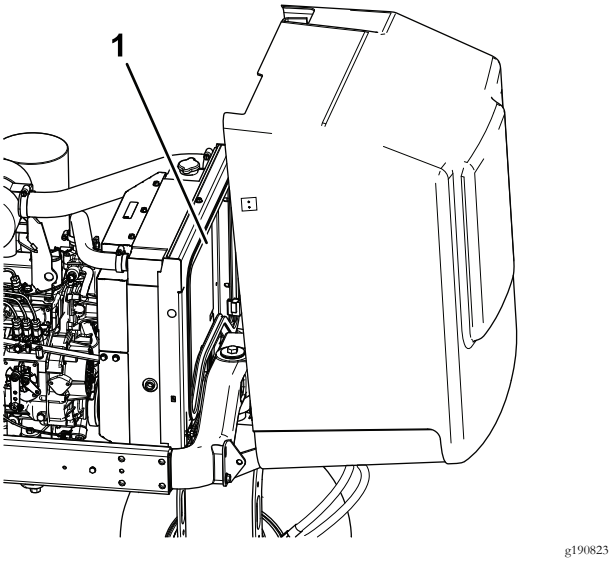

Figur 69
5. Rengör båda sidor av kylaren och oljekylaren noggrant med vatten eller tryckluft (Figur 69).